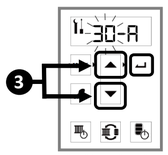

Fig 7. "Up," "Down" and "Select" Buttons
3. Press the ▲ (Up) or ▼ (Down) arrows to select a parameter setting. Press the "Select" button (Fig 7).